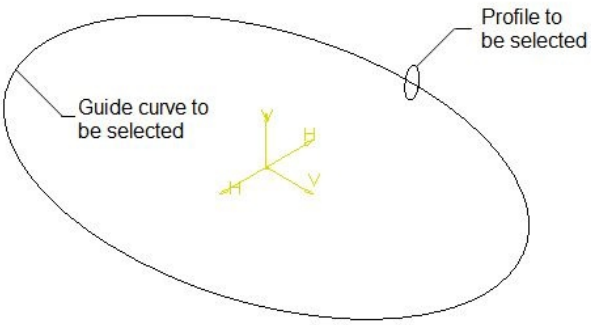
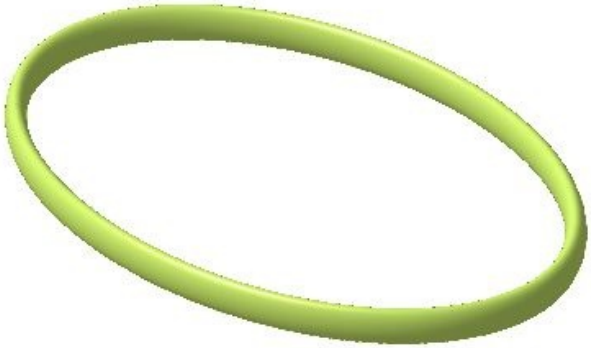

Figure 10-71 *The profile and the guide curve to be selected*
Figure 10-72 *The resulting sweep surface*
c. Create a sweep surface as the base feature, refer to Figures 10-71 and 10-72.
3. Select the profile from the geometry area to create a sweep surface, as shown in Figure 10-71; you are prompted to select a guide curve.
4. Select the guide curve from the geometry area, as shown in Figure 10-71, and then choose the **OK** button. The resulting sweep surface after hiding the sketches is shown in Figure 10-72.